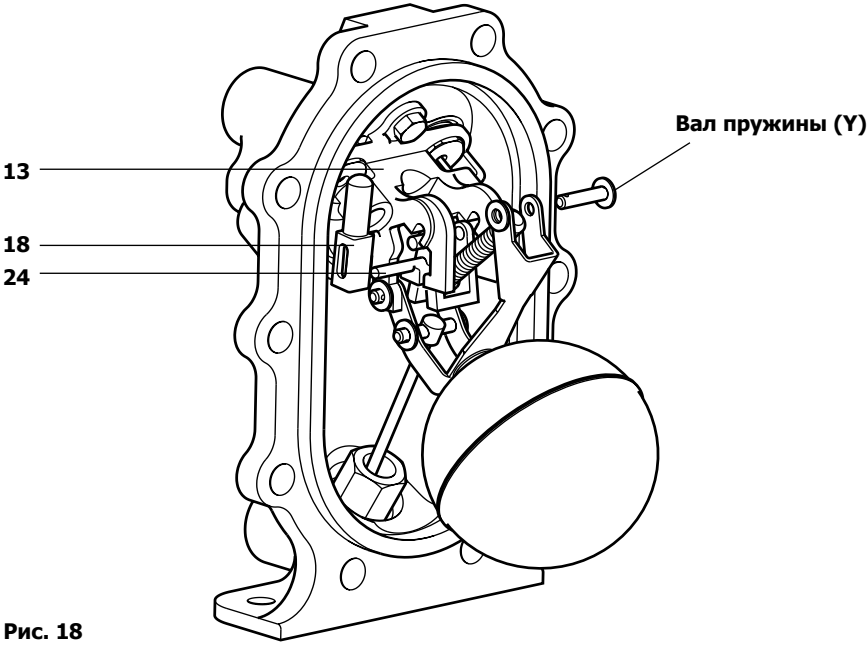

Рис. 18
4. Снимите шплинты, шайбы и вал (Y) с верхнего шкворня и шкворня насоса (см. рис.18).
8. Аккуратно вращая вытаскивайте клапан выхлопа из рамы (дет. 24, рис. 18) стараясь не повредить возвратную пружину клапана выхлопа.